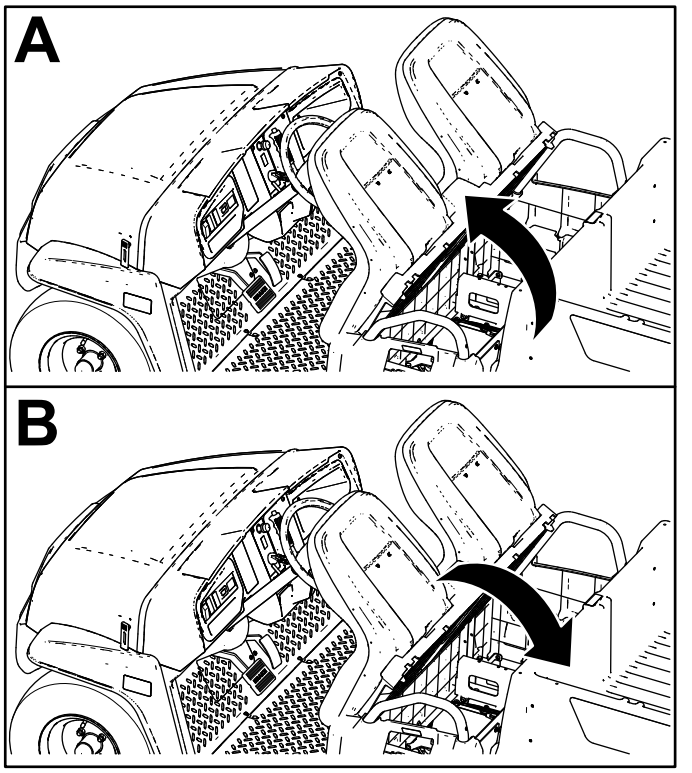

Figuur 26
Om de zitbank naar boven te verstellen, moet u deze naar voren duwen tot ze op het stuurwiel rust (Figuur 26).
Om de zitbank naar beneden te verstellen, moet u deze naar achteren in de oorspronkelijke positie duwen (Figuur 26).
1. Kantel de zitbank naar voren (Figuur 26).